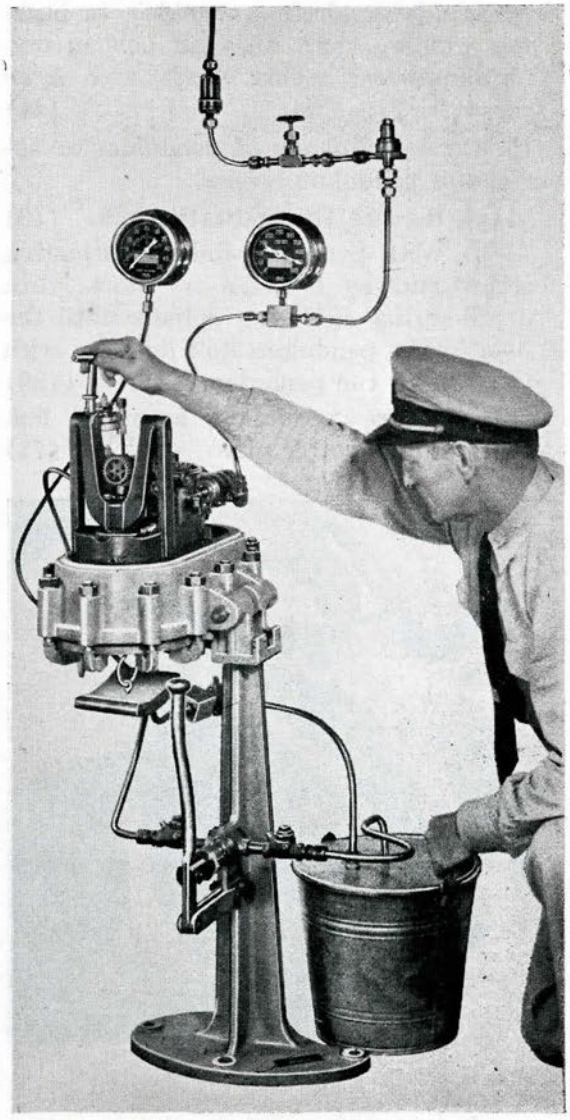

Figure 240
15. Rotate depth-spring adjusting spindle until depth-engine scribe marks are again in alignment. Move pendulum back and forth several times and note that scribe marks are in line when pendulum comes to rest (Fig. 240). **(180)**